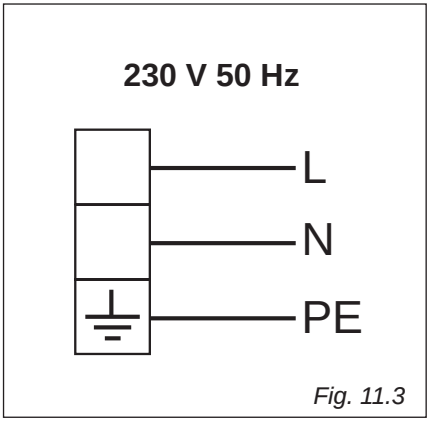

Fig. 11.3
- Connect the phase, neutral and earth wires to terminal board "**G**" according to the diagram in fig. 11.3.